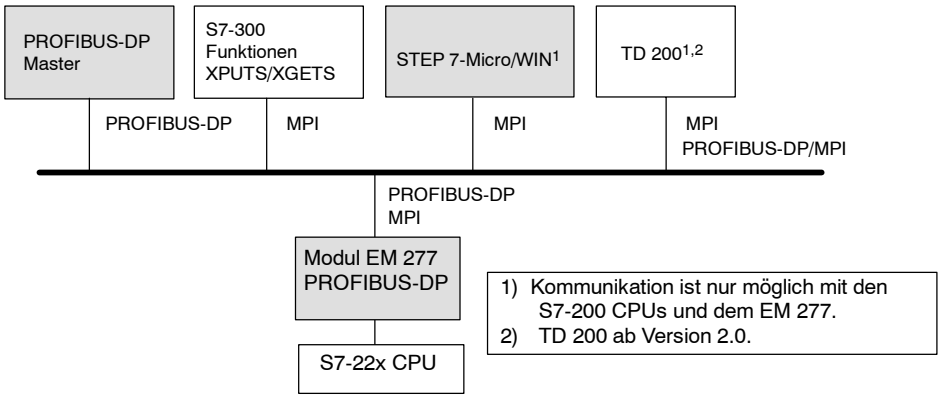

Bild A-26 PROFIBUS-DP/MPI-Netz
Maximal sechs Verbindungen (sechs Geräte) können zusätzlich zum DP-Master an das Modul EM 277 PROFIBUS-DP angeschlossen werden. Eine Verbindung ist reserviert für ein Programmiergerät (PG) und eine ist reserviert für ein Operator Panel (OP). Die anderen vier Verbindungen können von einem beliebigen MPI-Master genutzt werden. Damit das Modul EM 277 PROFIBUS-DP mit mehreren Mastern kommunizieren kann, müssen alle Master mit der gleichen Baudrate betrieben werden. Eine mögliche Netzkonfiguration zeigt Bild A-26.